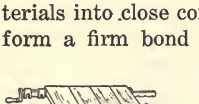

Fig. 53.
51. Carpenter's Bar Clamps.—Bar clamps are used over large surfaces and are capable of exerting heavy pressure, which forces materials into close contact. This allows glue, used in making joints, to form a firm bond between pieces. A joint to be glued is usually matched, splined or doweled. Then glue is spread on the edges and the pieces clamped together. The clamps are applied about twelve inches apart across the surface and tightened until surplus glue is pressed out and a close joint secured. See Fig. 53. In case the pieces being glued tend to buckle, strips across the end, lightly secured with hand